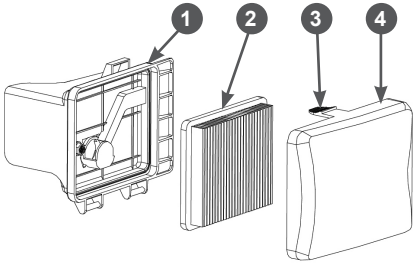

**Рис. 19 Обслуживание воздушного фильтра**
1. Нажмите на фиксатор 3 и снимите крышку 4 воздушного фильтра (Рис. 19).
2. Извлеките из корпуса 1 фильтрующий элемент 2 (Рис. 19).
4. Произведите очистку крышки 4 воздушного фильтра и корпуса 1, не допуская попадания пыли и грязи в воздуховод, ведущий к карбюратору (Рис. 19).